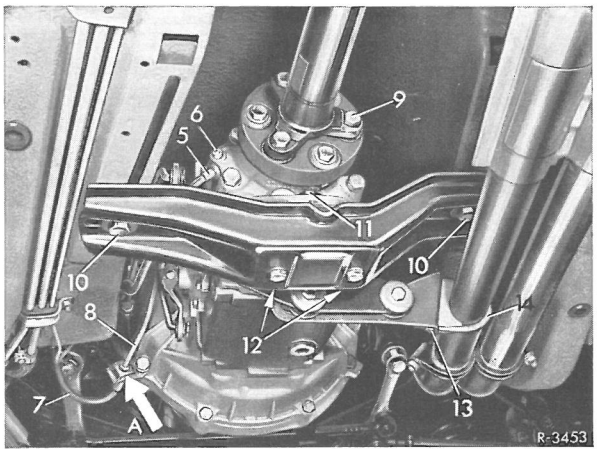

Fig.26-1/14
18 Gummileje samt travers skrues fast på gearkassen med befæstelsesboltene (11) (fig.26-1/13).